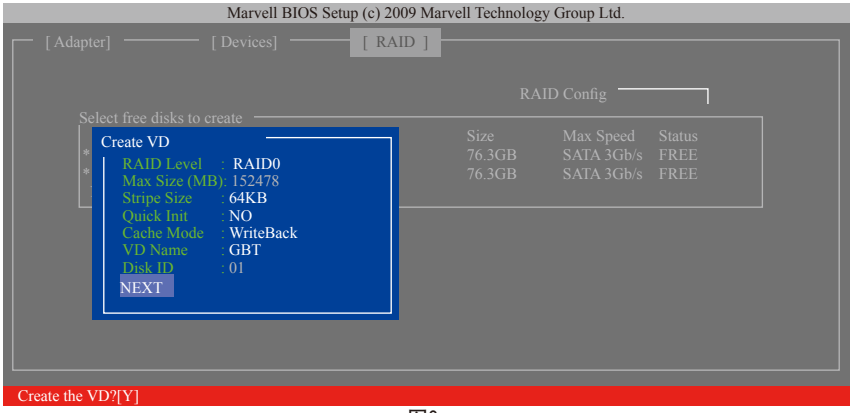

图8
6. **NEXT**：完成以上设定请至「NEXT」项目按<Enter>键。当确认信息出现时，确定制作磁盘阵列请按<Y>，取消请按<N> (图8)。